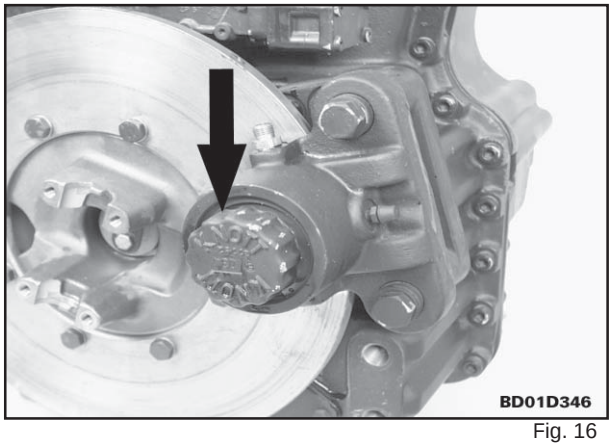

Fig. 16
24. Instale a tampa no freio de estacionamento (fig. 16).